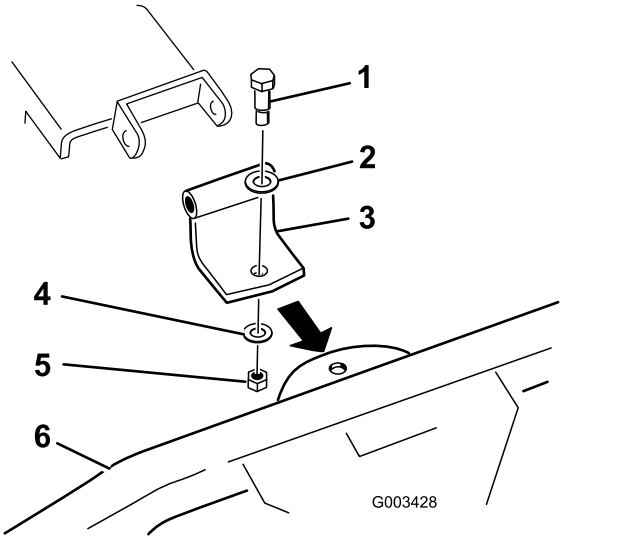

Figur 3
1. Montera det böjda tappfästet på fjäderräfsan enligt Figur 3.